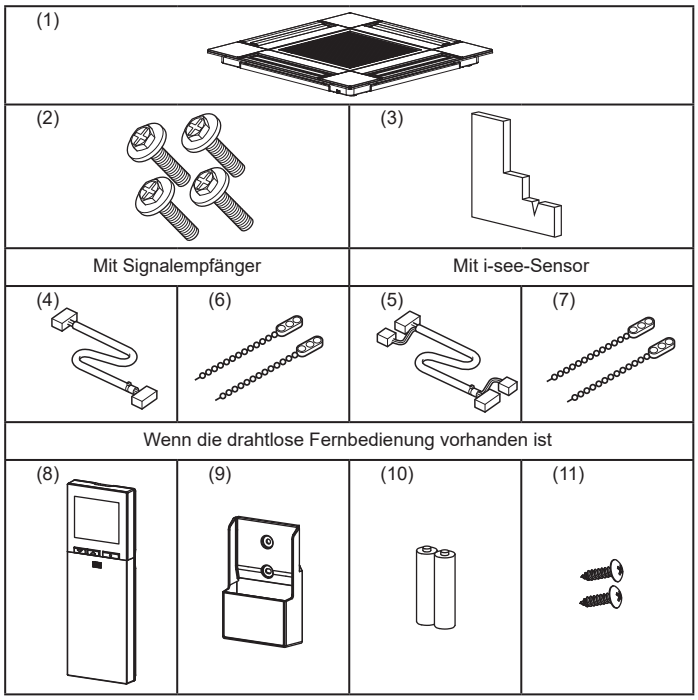

Abb. 10-1
10.1. Überprüfung des Gitterzubehörs (Abb. 10-1)